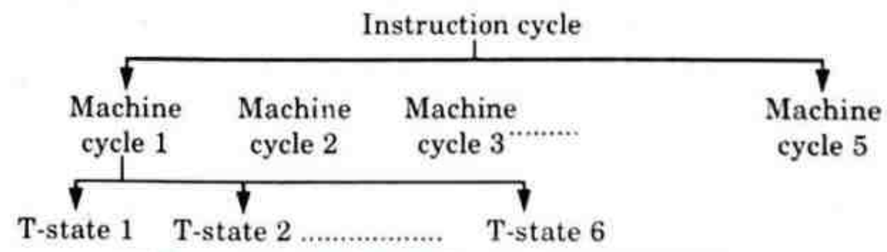

Fig. 2.7.2. Relationship between instruction cycle, machine cycle and T-state.
11. In general, one instruction cycle consists of one to five machine cycles and one machine cycle consists of three to six T-states, *i.e.*, three to six clock periods, as shown in Fig. 2.7.2.